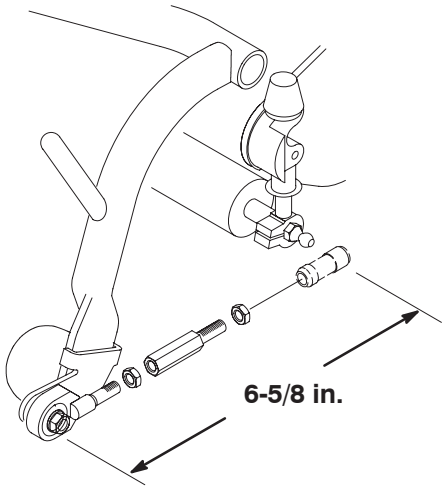

Figure 11
E. Adjust the pull links to the dimension shown in Figure 11.